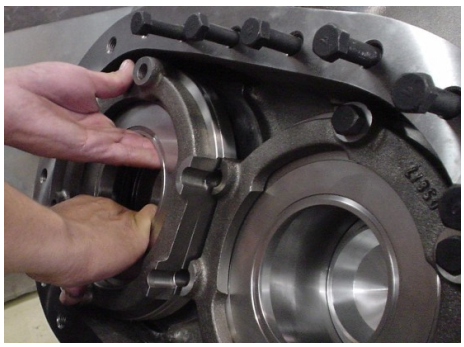

Fig. 5-19 Removal of the Valve Plate
3. Insert the fingers into the hole in the center of the valve plate, and remove the valve plate and discharge valve cage guide with them aligned, as shown in Fig. 5-19.